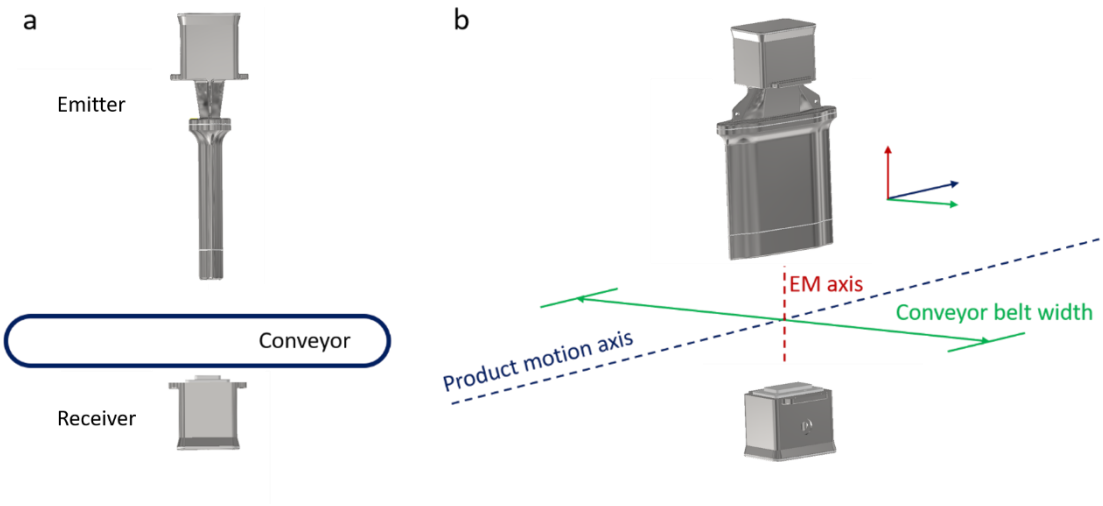

FIGURE 1: STAINLESS STEEL BASE PLATE FOR MOUNTING THE SENSOR MODULE AND THICKNESS SENSOR.
- ✓ The Plow (HF emitter) is mounted 10 cm above the conveyor belt. The HF receiver is placed underneath the conveyor belt, well aligned with the emitter as shown in Figure 1**Error! Reference source not found.**). It is strongly recommended to have as few as possible metal parts near the electromagnetic-axis. The distance between the emitter and receiver (from antenna cover – to – antenna cover) should be kept to a minimum. Foresee sufficient margin (> 2 cm) such that under all conditions moving parts are not touching the instrument.